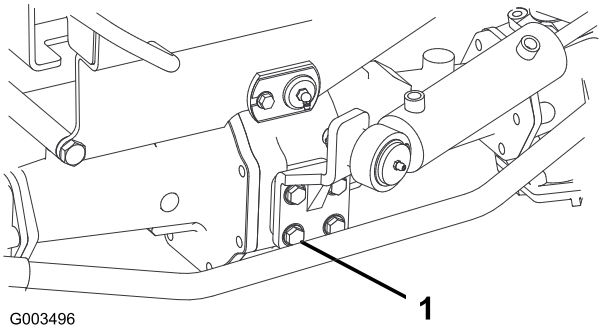

Figur 55
2. Kontroller momentet på styresylinderens monteringsbolter (Figur 55). Dreiemomentet bør være på 65 til 81 Nm.